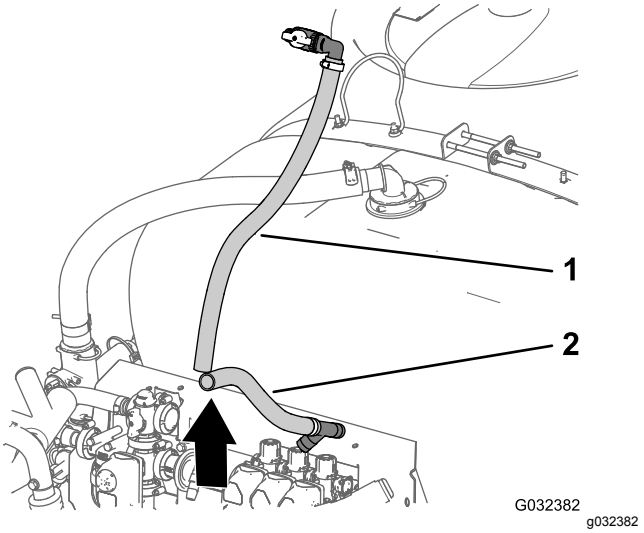

**Figur 54**
7. Fjern de øvre og nedre omløbsslanger fra maskinen (Figur 54).